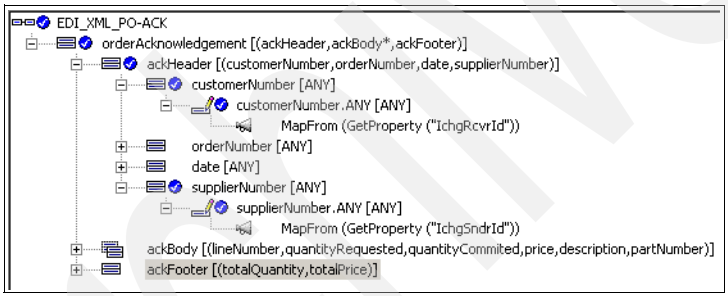

Figure 18-24 Completed mapping
9. When the supplierNumber and customerNumber elements have been mapped, the mapping command window appears as shown in Figure 18-24.